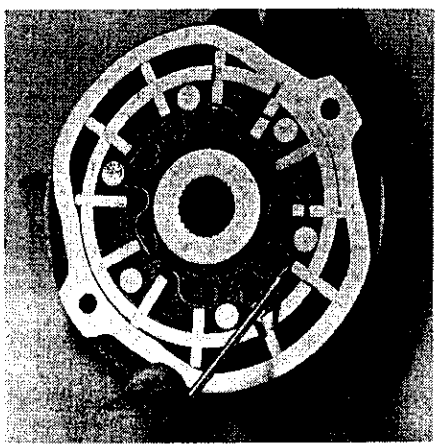

Fig. 60–Be sure all vane springs are engaged behind the rotor vanes. Springs can be pried into place with screwdriver as shown.
If the rotor ring, rotor or vanes are worn, scored or damaged beyond further use, or if any of the vane springs are broken, renew the unit as a complete assembly (20). If unit was disassembled and is usable, reassemble as follows: Place ring on flat surface and place rotor inside ring. Insert vanes with rounded edges out in the rotor slots aligned with large inside diameter of ring, turn the rotor ¼-turn and insert remaining vanes. Hook the springs behind the vanes with a screwdriver as shown in Fig. 60, then turn the assembly over and hook springs behind the vanes on opposite side of rotor.